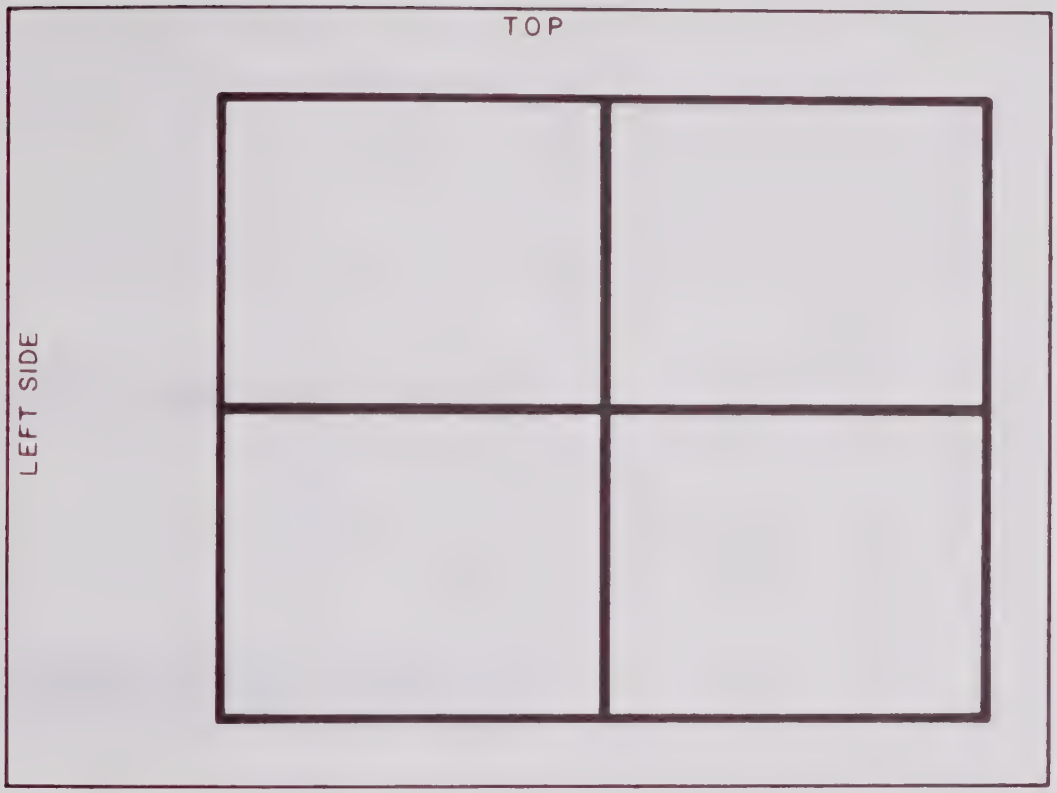

Figure 4-3 Overlay For CRT Calibration.
2. Remove Figure 4-3 (Overlay for CRT Calibration) from manual. Cut on outside of line as indicated. Carefully center the cut line within the white viewing area of the CRT and, using transparent tape, tape overlay onto face of the CRT. The dimensions of the cut line are the dimensions of the CRT bezel when the CRT is mounted in the set. The cut edge of the overlay will be approximately the same as the white part of the CRT.